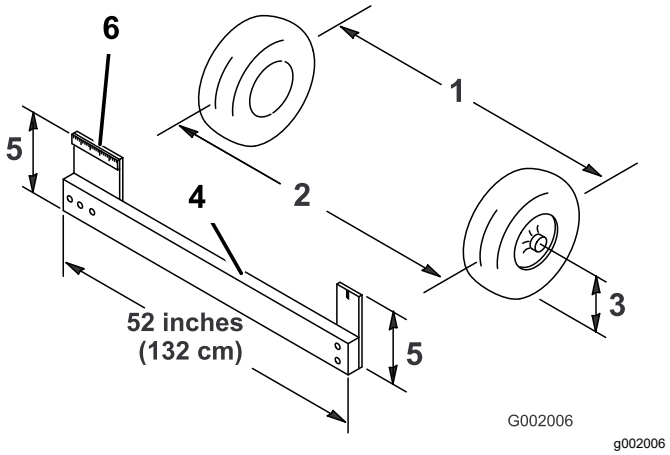

Figuur 51
4. Meet ter hoogte van de as de afstand tussen de voorwielen aan de voorkant en de achterkant van de wielen (Figuur 51).
Opmerking: U heeft een hulpmiddel of uitlijnmaat nodig om de afstand aan de achterkant van de voorwielen ter hoogte van de as te meten. Gebruik dit ook om de afstand aan de voorkant van de voorwielen ter hoogte van de as te meten (Figuur 51).